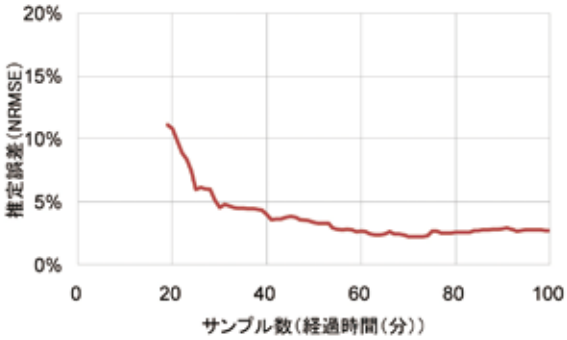

図２　シミュレーションによる推定誤差の推移
推定は、(1) 機器稼働状況の ON/OFF 検出、(2) 電力変動に基づく各機器へのマッピング、の 2 段階を経て実現されます。(1) では、統計解析手法の1つである大津法を使い、ON/OFF 検出の閾値を自動的に求めます。試験的にエアコンプレッサに適用した結果、ON 状態の認識率は、Peak-Peak の 1/2 で 70.3% だったものが 91.7% へと高めることができました。(2) では、いずれかの機器の ON/OFF が変化する度に、その時の電力変化を機器に割当てます。設置直後は誤差のある推定を行いますが、時間経過と、より多くの ON/OFF 変化によって、誤差が次第に小さくなっていく様子が見られます（図２）。